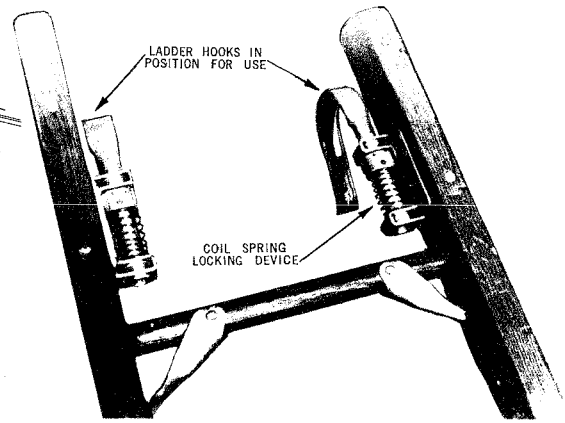

Fig. 14 — Ladder Hooks
6.11 The ***ladder hooks*** provided on Extension Ladders are shown in Fig. 14.